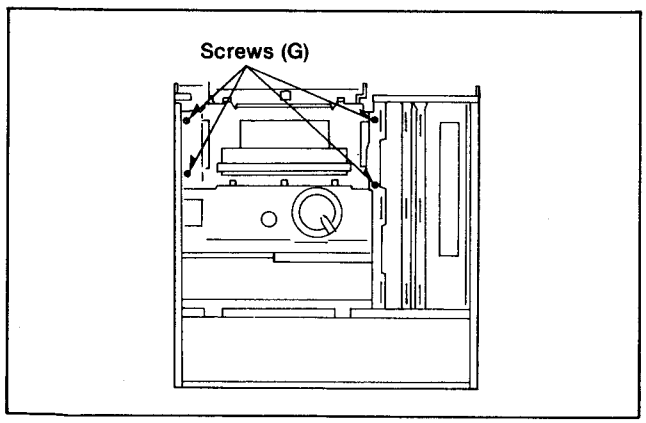

Figure D9
1. Unscrew the 4 screws(G) on the Elevator Unit (Figure D9).